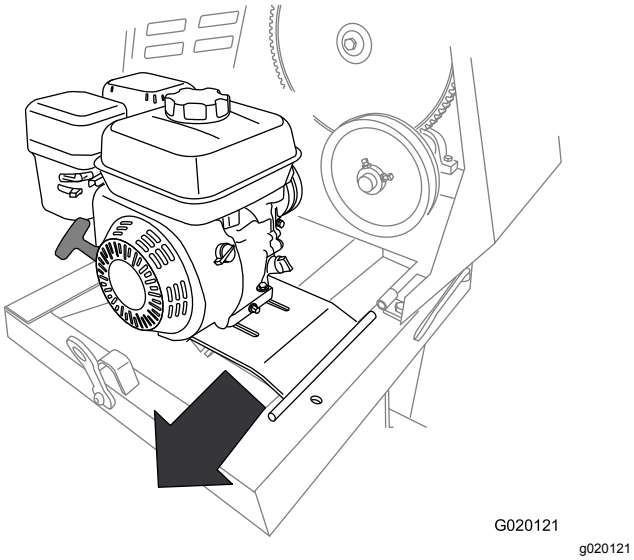

Figure 55
10. Slide the engine deck rearward and out from the forward hinge bracket (Figure 55).
11. Remove the engine and engine deck from the machine (Figure 55).
2. Align the pivot on the engine deck with the forward hinge bracket (Figure 55).
3. Slide the engine deck forward and the pivot into the forward hinge bracket (Figure 55).
4. Align the rear hinge bracket with the pivot on the engine-deck hinge (Figure 55).